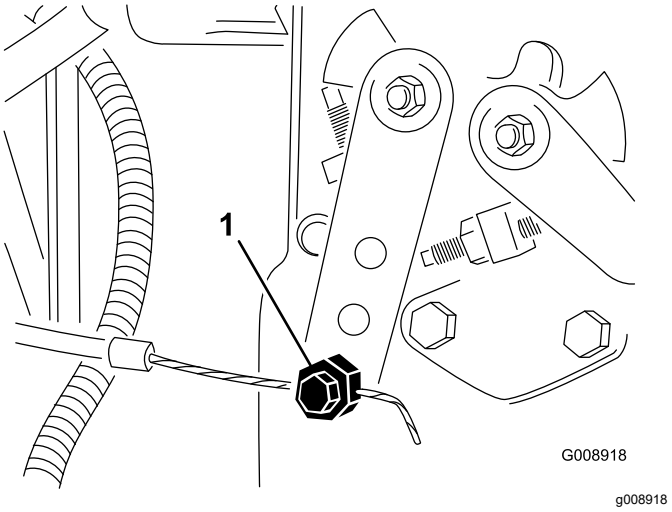

Rysunek 87
4. Poluzuj nakrętkę mocującą linkę przepustnicy do ramienia pompy wtryskowej (Rysunek 87).